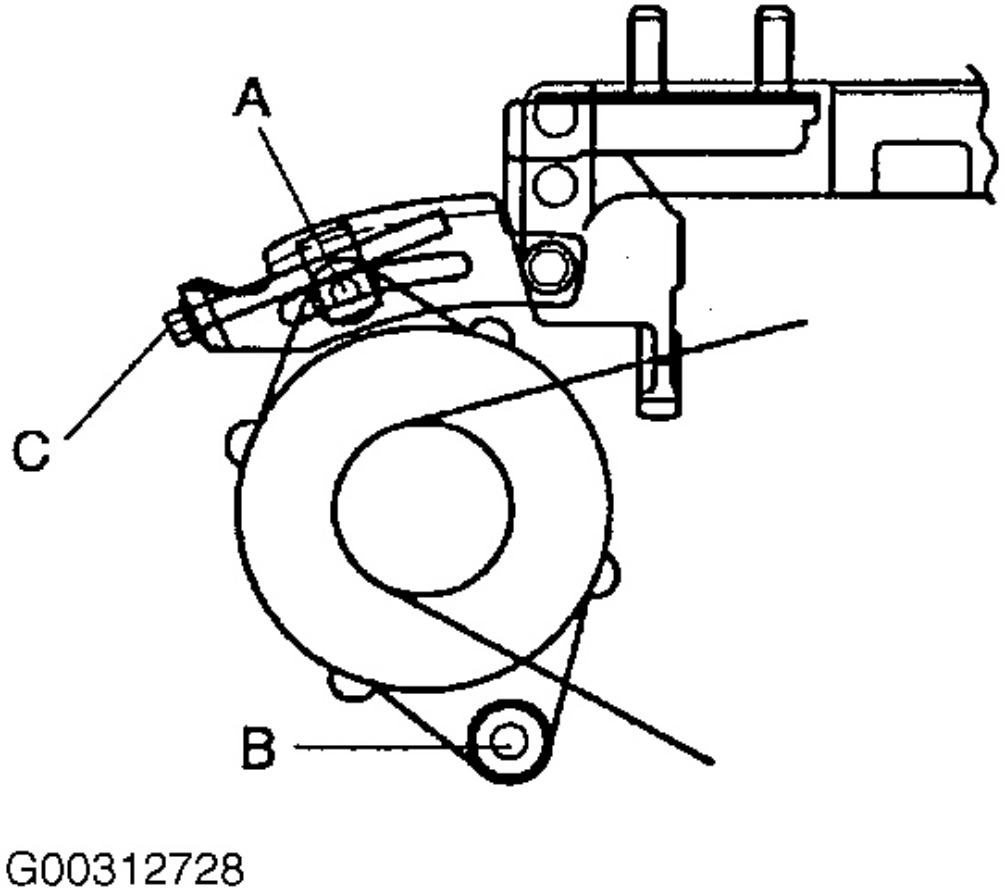

Fig. 6: ajuste de tensión
7. Ajuste tensión de la correa mediante el ajuste giratorio perno C. Véase **Fig. 6** . deflexión permisible: New correa: 0,22-0,28 en (5,5-7,0 mm) correa vieja: 0,24 a 0,28 en (6,0-7,0 mm)